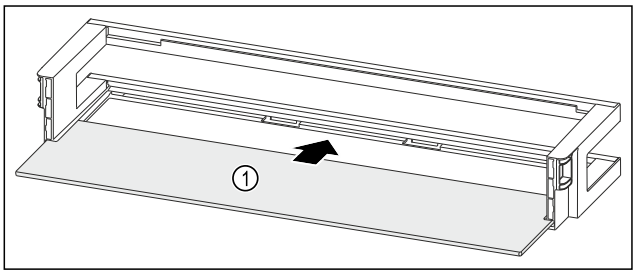

Fig. 215 Balconnet de contre-porte avec tablette de rangement
▶ Insérer la tablette de rangement *Fig. 215 (1)* dans les évidements latéraux.